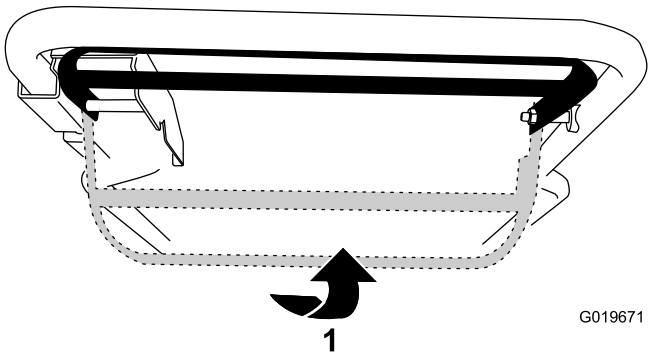

**Rysunek 13**
- **Aby korzystać z napędu trybu samobieżnego bez włączania ostrza:** Podnieś dźwignię sterowania do uchwytu (Rysunek 13).